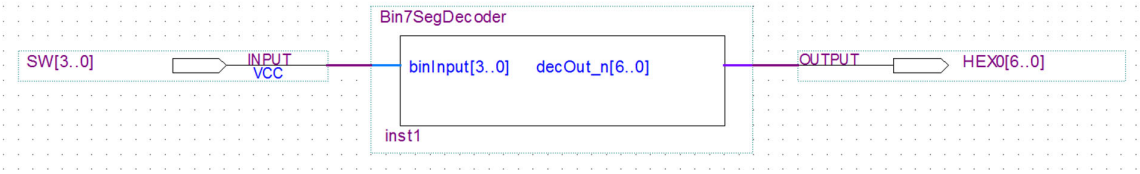

Figura 10 – Instanciação do módulo "Bin7SegDecoder" e ligação a pinos da FPGA.
6. Num novo ficheiro chamado “DisplayDemo.bdf”, crie um esquema lógico para instanciar o descodificador binário→7 segmentos e associar os respetivos portos a pinos concretos da FPGA do *kit* de desenvolvimento. Como mostra a Figura 10, ligue as entradas a interruptores e as saídas aos sinais de controlo dos segmentos do *display* HEX0.